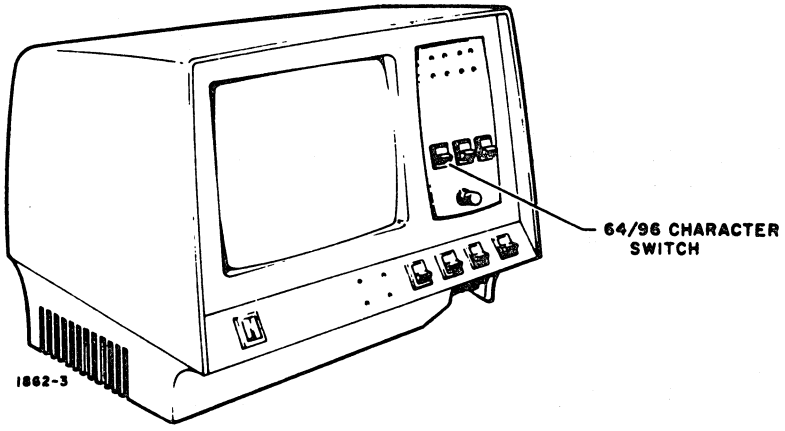

Figure 6E-40. 64 CHAR/96 CHAR Switch
a. Set the 64/96 CHAR switch to 96 CHAR (figure 6E-40).